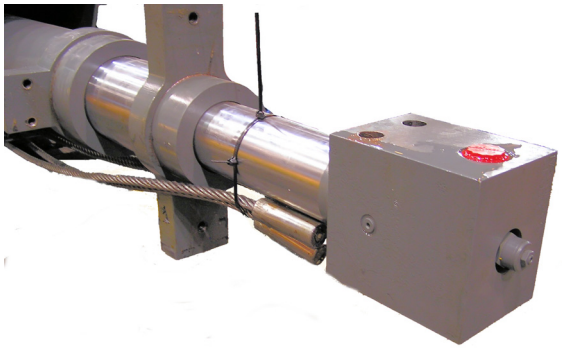

FIGURA 4-39
6. Coloque el extremo de polea del cilindro telescópico en la parte trasera de la sección de extremo, con el bloque de lumbreras orientado como se ilustra (Figura 4-39).